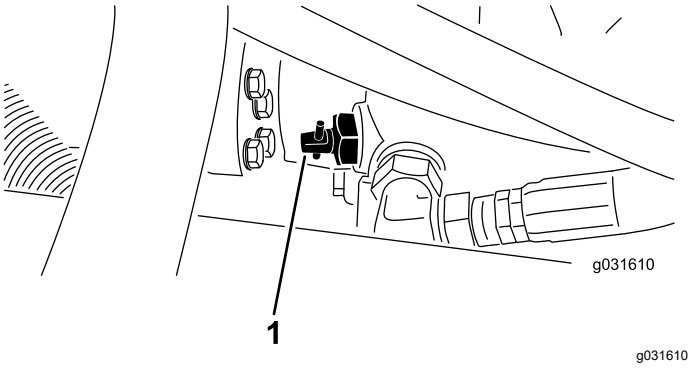

Figur 29
1. Lokalisera förbikopplingsventilen på pumpen och vrid den 90° (Figur 29).